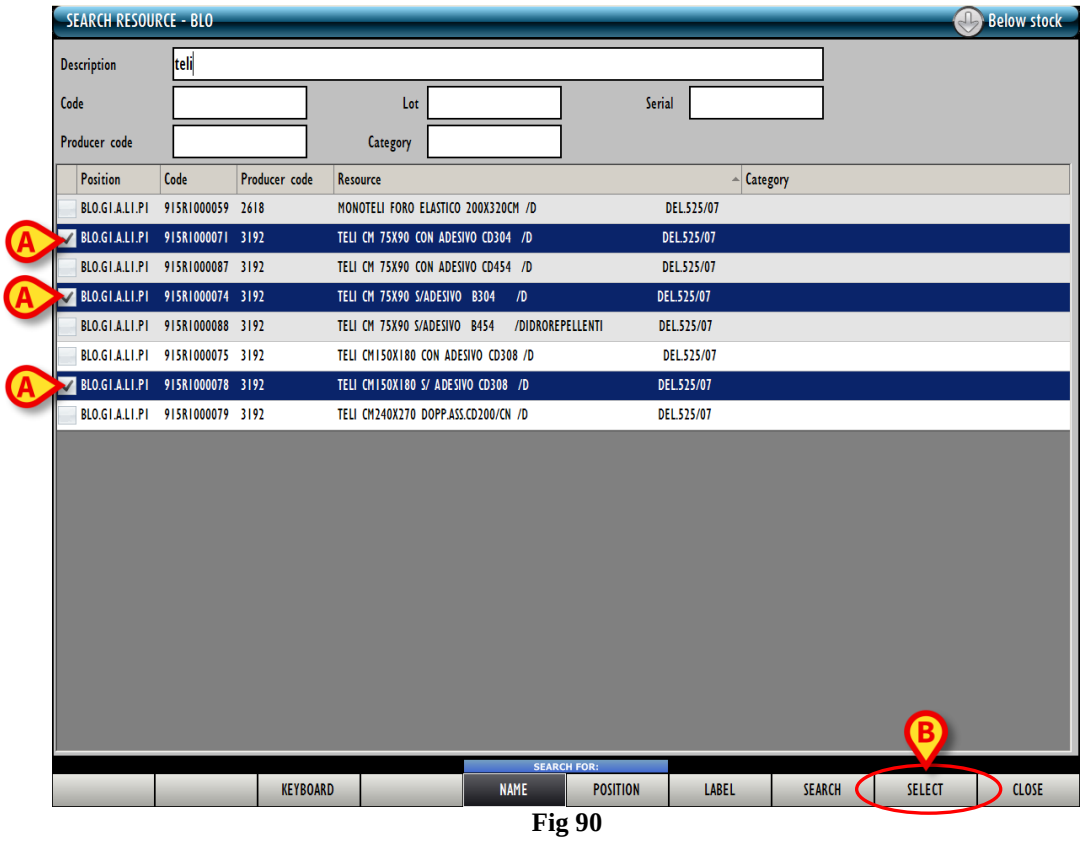

Fig 90
The corresponding line/s is/are highlighted (Fig 90 **A**).
- Click the **Select** button on the command bar (Fig 90 **B**).
The resource/s this way selected is displayed in the “materials transfer” screen (Fig 90 **A**).